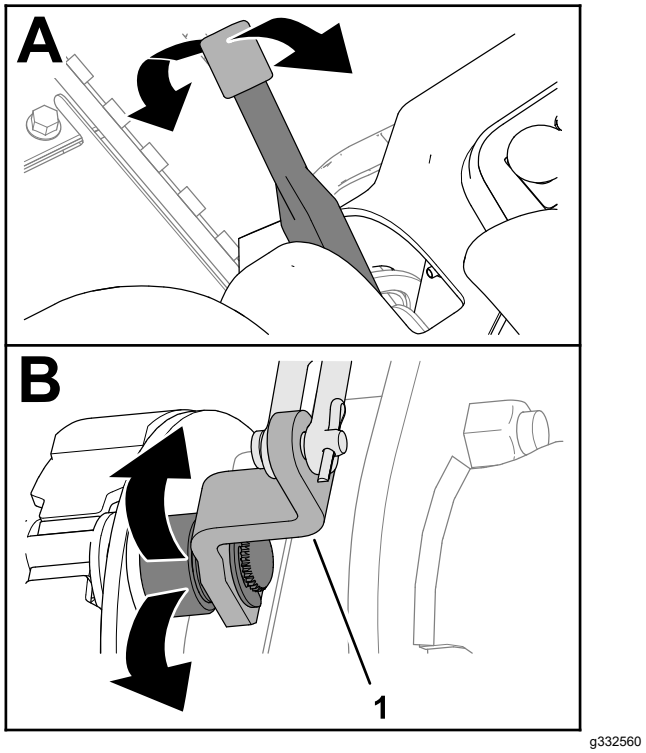

Figur 69
2. Flytt parkeringsbremsen opp og ned for å sjekke at spaken for bremskamspaken beveger seg fritt (Figur 69).